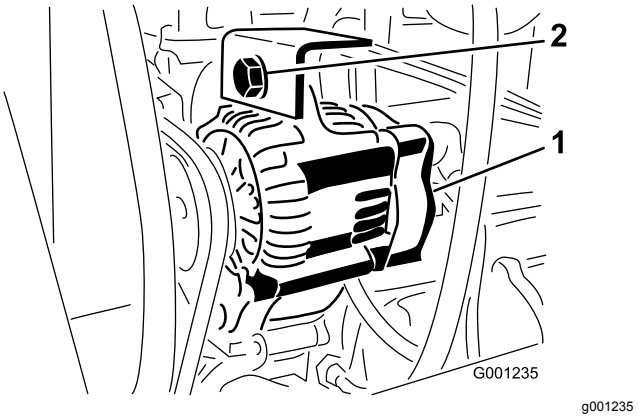

Figur 75
2. Lossa fästskruven till generatorn (Figur 75)
3. Öka eller minska generatorremmens spänning och dra åt fästskruven (Figur 75).